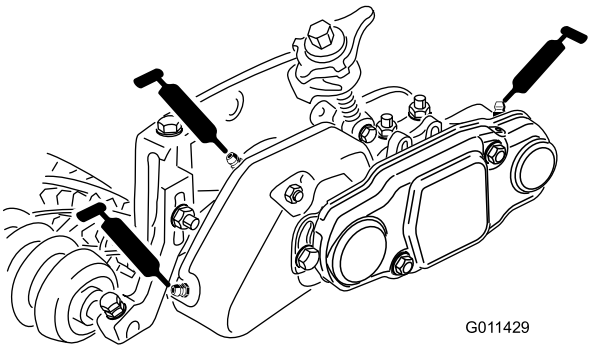

Figura 35
49. Riempite di grasso le sedi dei cuscinetti di ciascun cilindro (Figura 35). Il grasso superfluo uscirà tra le guarnizioni interne e gli anelli di tenuta.
50. Ingrassate ogni cuscinetto dell'elemento grooming (pompate due o tre volte al massimo) (Figura 35). Non ingrassate troppo, perché il grasso superfluo può fare avariare le guarnizioni. Tergete il grasso superfluo.